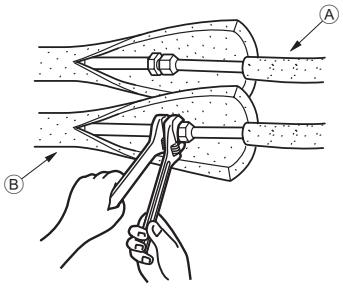

Rys. 4-4
4.5. Rury czynnika chłodniczego (Rys. 4-4)